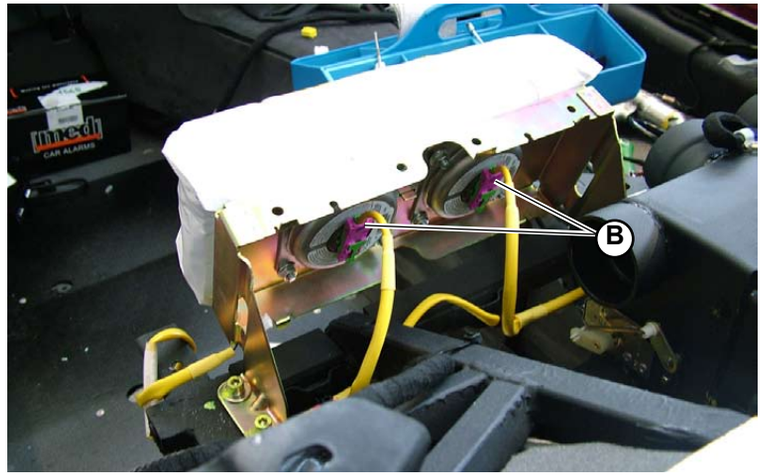

Fig.2
2. Connect the two connectors (**B-Fig.2**) to the airbag module.